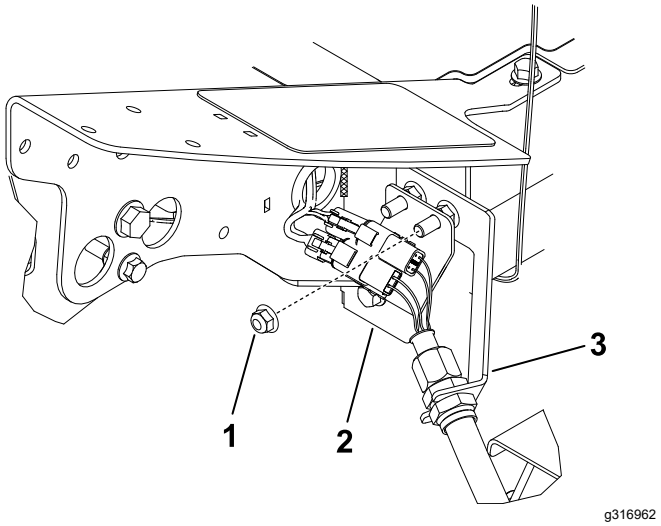

**Figuur 26**
1. Verwijder aan de linkervoorhoek van het frame (maaideklocatie nr. 4) de extra flensmoer op de bout waarmee de tussenschotbeugel aan de machine is bevestigd (Figuur 26).